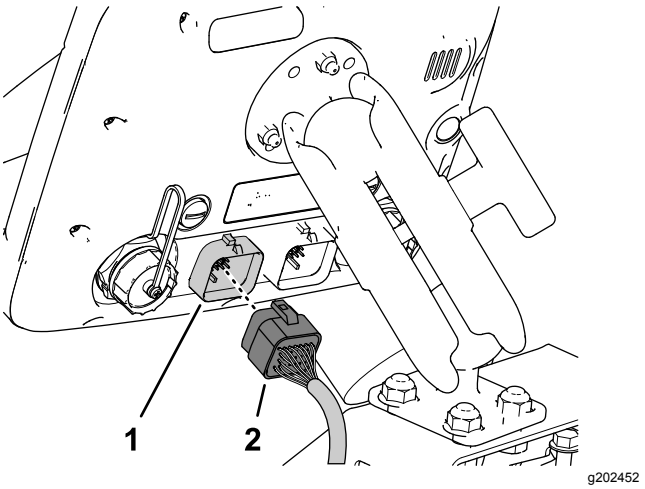

Rysunek 208
3. Przyłóż złącze 26-stykowe gniazdowe wiązki przewodów danych do złącza 26-stykowego monitora zraszacza i dociśnij złącze gniazdowe do złącza stykowego, aż zatrzaski złącza zaskoczą (Rysunek 208).